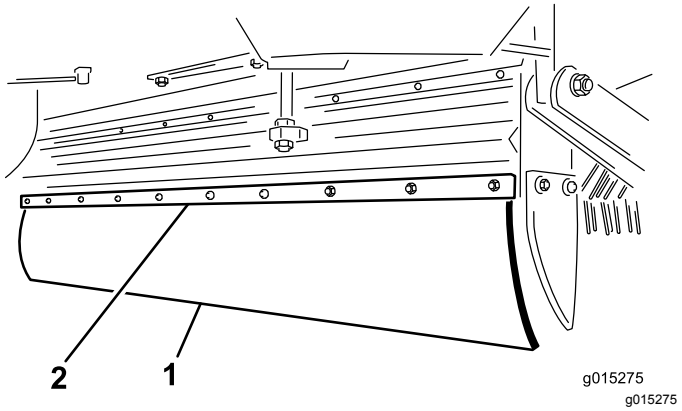

Figura 25
2. Rimuovete i 10 bulloni, le rondelle e i dadi sulla falda e sul fermo della falda (Figura 25).